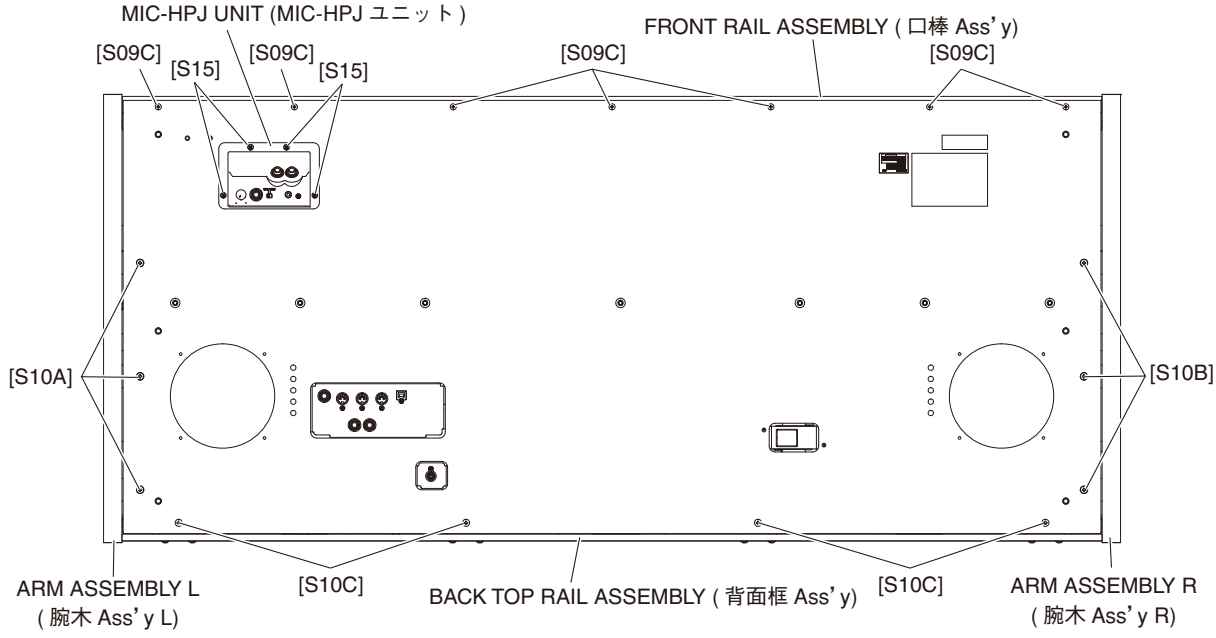

Fig. 16（図 16）
16-1. Remove the four (4) screws marked [S15]. The MIC-HPJ unit can then be removed. (Fig. 16)
16-1. [S15] のネジ 4 本を外し、MIC-HPJ ユニットを外します。（図 16）
19-6. Remove the three (3) screws marked [S10A], the two (2) screws marked [S04A], and the three (3) screws marked [S04B]. The side arm assembly L can then be removed. (Fig. 16, 20)
Remove also the three (3) screws marked [S10B], the two (2) screws marked [S04C], and the three (3) screws marked [S04D]. The side arm assembly R can then be removed. (Fig. 16, 20)
19-6. [S10A] のネジ 3 本、[S04A] のネジ 2 本、[S04B] のネジ 3 本を外し、腕木 Ass'y L を外します。(図 16、20)
同様に [S10B] のネジ 3 本、[S04C] のネジ 2 本、[S04D] のネジ 3 本を外し、腕木 Ass'y R を外します。(図 16、20)
21-2. Remove the four (4) screws marked [S10C], the three (3) screws marked [S04B], and the three (3) screws marked [S04D]. The back top rail assembly can then be removed. (Fig. 16, 20)
21-2. [S10C] のネジ 4 本、[S04B] のネジ 3 本と [S04D] のネジ 3 本を外し、背面框 Ass'y を外します。(図 16、20)